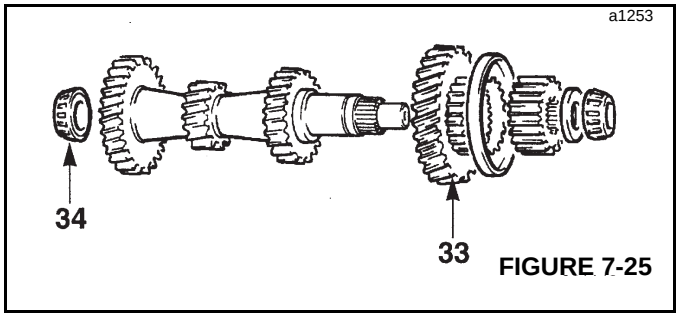

FIGURE 7-25
33. Pull off 3rd gear, synchro-hub and bearing (33, Figure 7-25) from the main shaft using a suitable bearing puller.
34. Using a suitable bearing puller, remove bearing (34) from the mainshaft.